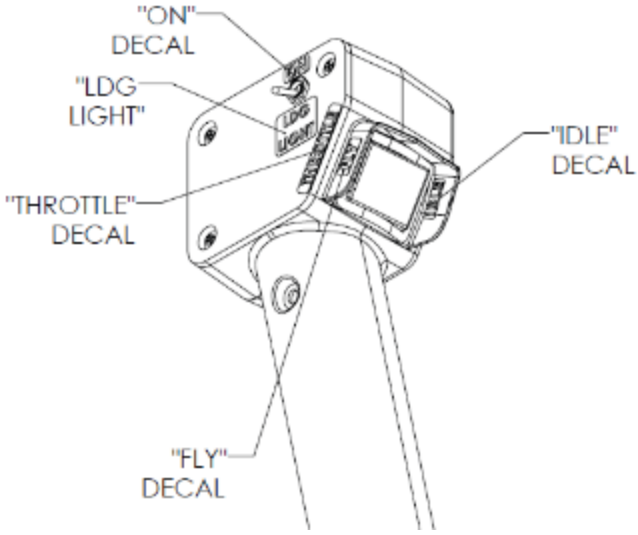

Figure 22 – Decals of the grip in the upper area
23. Refer to Figure 22. Make sure that all the decals shown are installed on the grip. If some decals are not installed, do as follows: